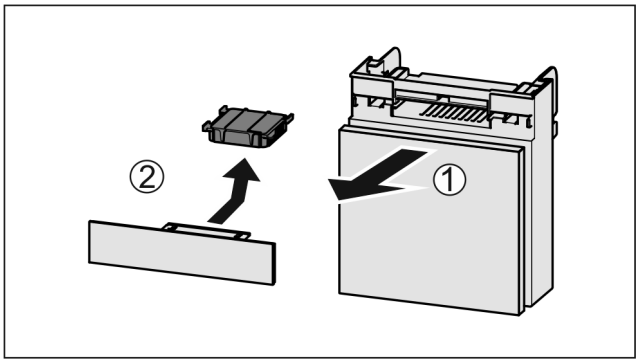

Fig. 123
▶ Extrageți *Fig. 123 (1)* compartimentul către înainte.
▶ Scoateți *Fig. 123 (2)* filtrul de cărbune activ.